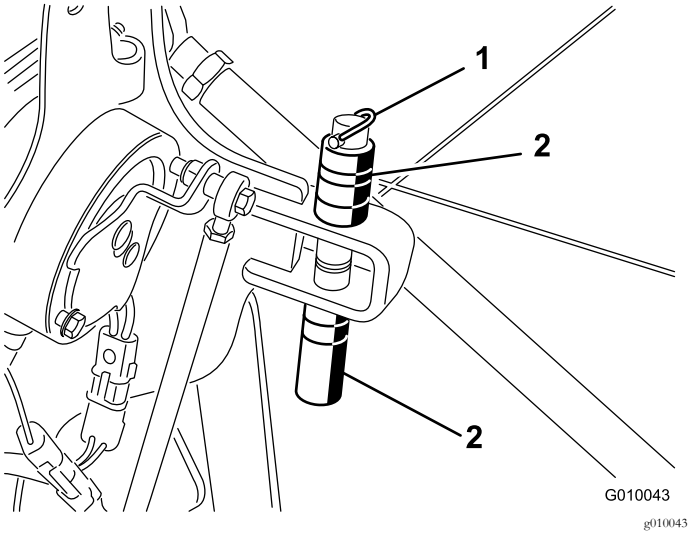

Rysunek 28
2. Wyjmij zawleczkę mocującą przekładki i kołki głębokości (Rysunek 28).